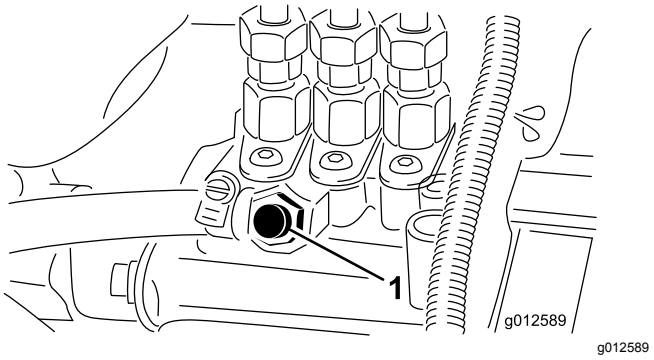

**Figur 31**
5. Åbn udluftningsskruen på brændstofindsprøjtningspumpen (Figur 31).